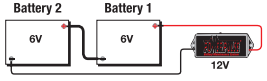
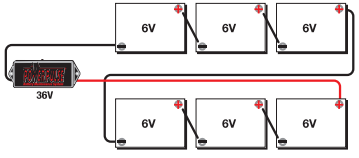

Fig. 2
Fig. 4
For two (2) 6-volt batteries connected in series (creating 12-volts), follow steps 1 above. On step 2 connect the positive wire to the positive terminal on Battery 1 and the negative wire to the negative terminal on Battery 2 (see Fig. 2).
To install, follow step 1 under the 12-Volt PowerPulse section. On step 2 connect the positive wire to the positive terminal on the first battery and the negative wire to the negative terminal on the last battery in the set (see Fig. 2 for an example of how a 12-Volt PowerPulse is installed on two (2) 6-volt batteries and Fig. 4 for a 36-volt PowerPulse on six (6) 6-volt batteries).